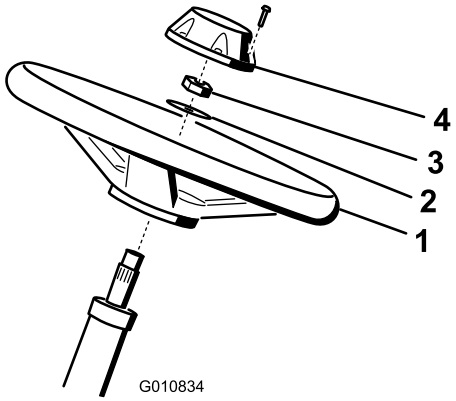

Figur 5
1. Før rattet på rattstangen (Figur 5).
2. Før skiven på rattstangen (Figur 5).
3. Fest rattet til stangen med en låsemutter og stram den til med et moment på 27–35 N·m (Figur 5).
4. Sett lokket på rattet, og fest med seks bolter (Figur 5).